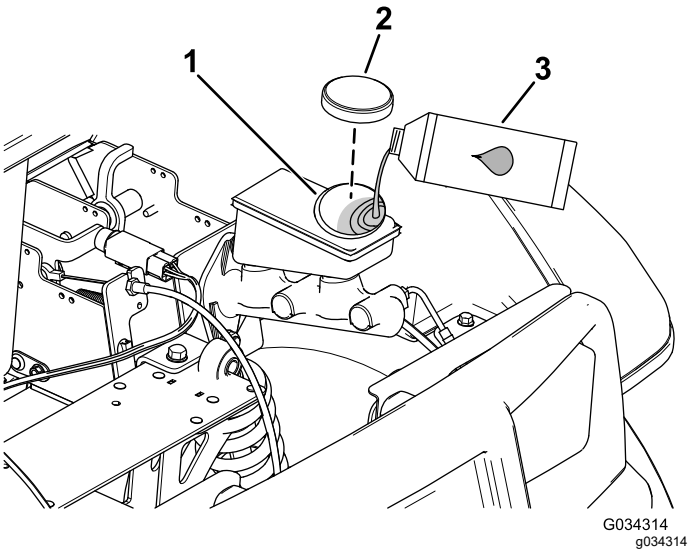

Figur 53
2. Hev panseret for å få tilgang til hovedbremsesy-linderen og -beholderen (Figur 53).
A. Rengjør området rundt beholderlokket, og ta av lokket (Figur 53).
C. Sett lokket på beholderen (Figur 53).